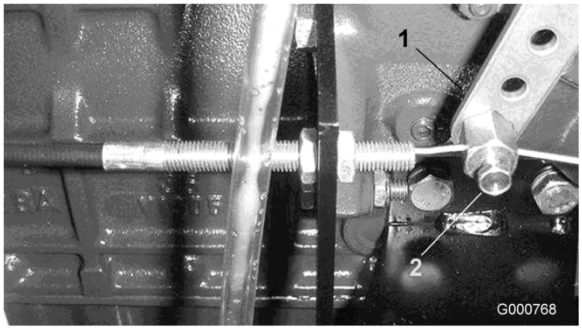

Figuur 44
2. Maak de klem van de gaskabel op de hefboomarm van de injectiepomp los (Figuur 44).